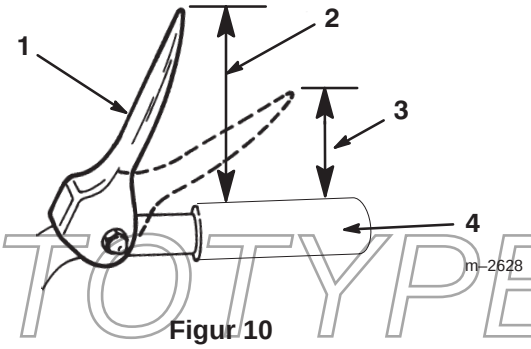

Figur 10
3. Justera låsmuttern med fläns uppåt eller nedåt på den övre hjuldrivningsstången tills avståndet mellan ovansidan av handtaget och undersidan av hjuldrivningsreglaget är ungefär 13 cm som framgår av figur 10.